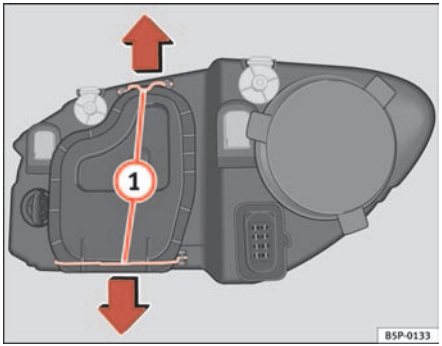

Fig. 175 Dipped head-lights
– Remove the loops ⇒ page 242, fig. 175 (1) in the direction of the arrow and remove the cover.